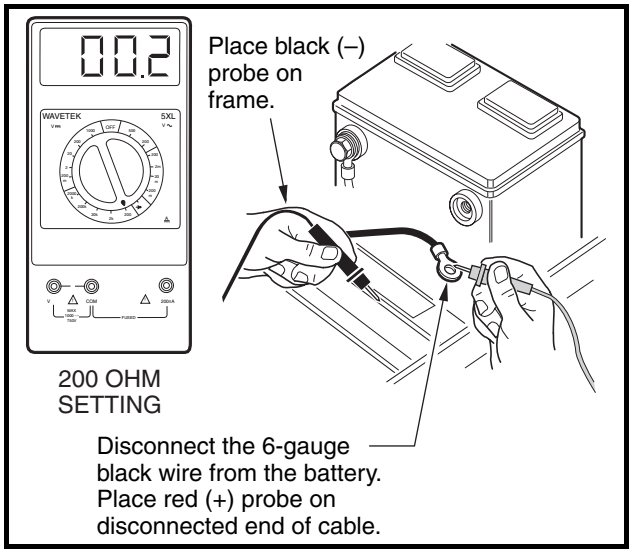

Figure 11-12 Battery Ground Cable Test
5.2. Set the multimeter to 200 ohms. Place the red (+) probe on the unconnected end of the 6-gauge black cable, and place the black (–) probe on the vehicle frame **(Figure 11-12, Page 11-19)**. The reading should be continuity. If the reading is incorrect, ensure that terminal connections are clean and tight. If the connections are good and the reading is incorrect, repair or replace the cable.